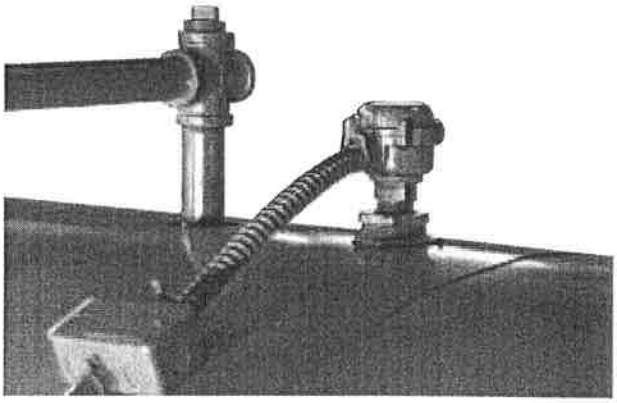

Figure: 1-14 Auxiliary Low-Water Cutoff
6. Auxiliary Low-Water Cutoff (Figure 1-14) (Optional): Breaks the circuit to stop burner operation if the water level in the boiler drops below the master low-water cutoff point.